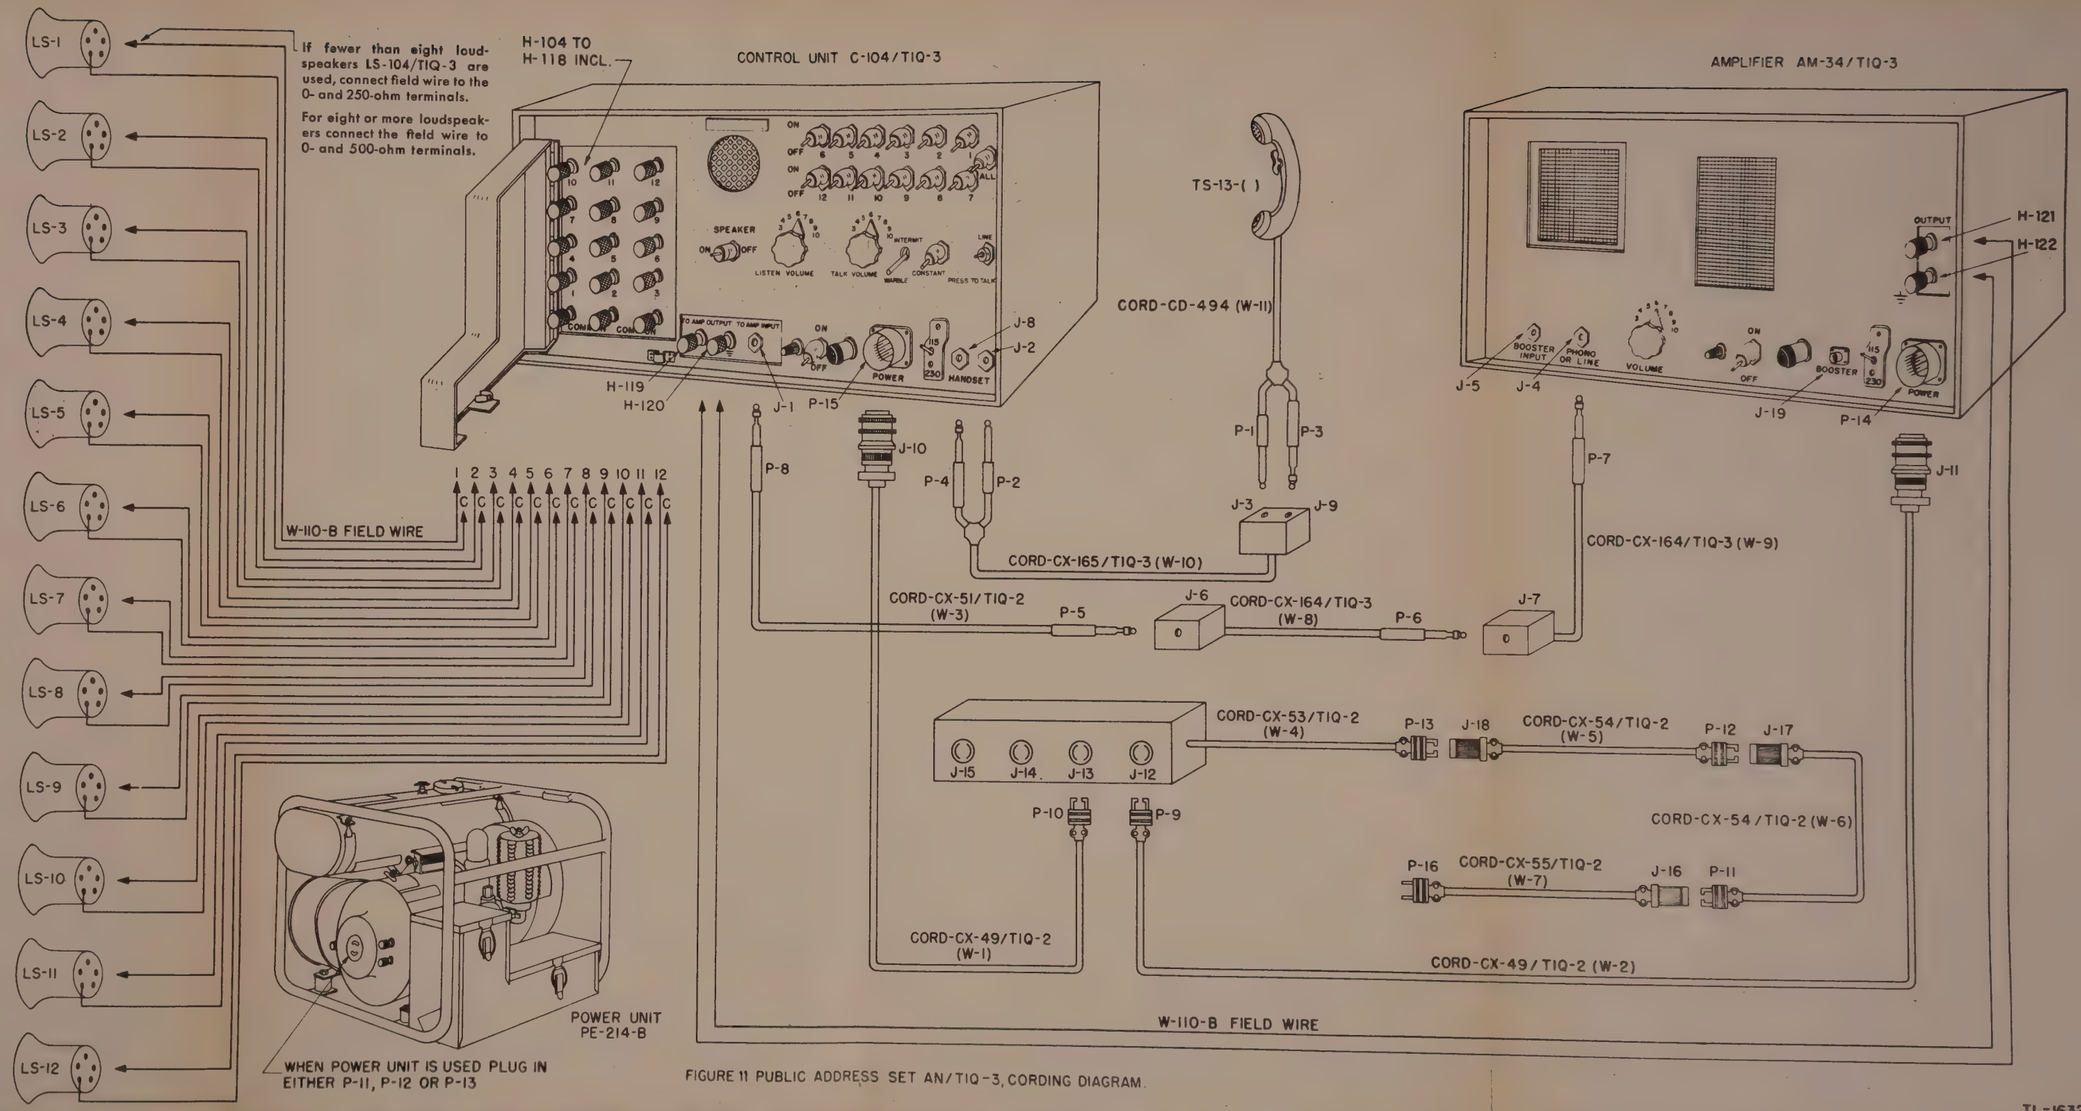

FIGURE 11 PUBLIC ADDRESS SET AN/TIQ-3, CORDING DIAGRAM.
5. INITIAL PROCEDURE (fig. 11).
6. INTERCONNECTING THE COMPONENTS (fig. 11).
7. OPERATION WITH HANDSET TS–13–( ) (fig. 11).
8. OPERATION WITH CONSTANT-, INTERMITTENT-, OR WARBLE-TONE SIGNAL (fig. 11).
9. OPERATION FOR INTERCOMMUNICATION (fig. 11).